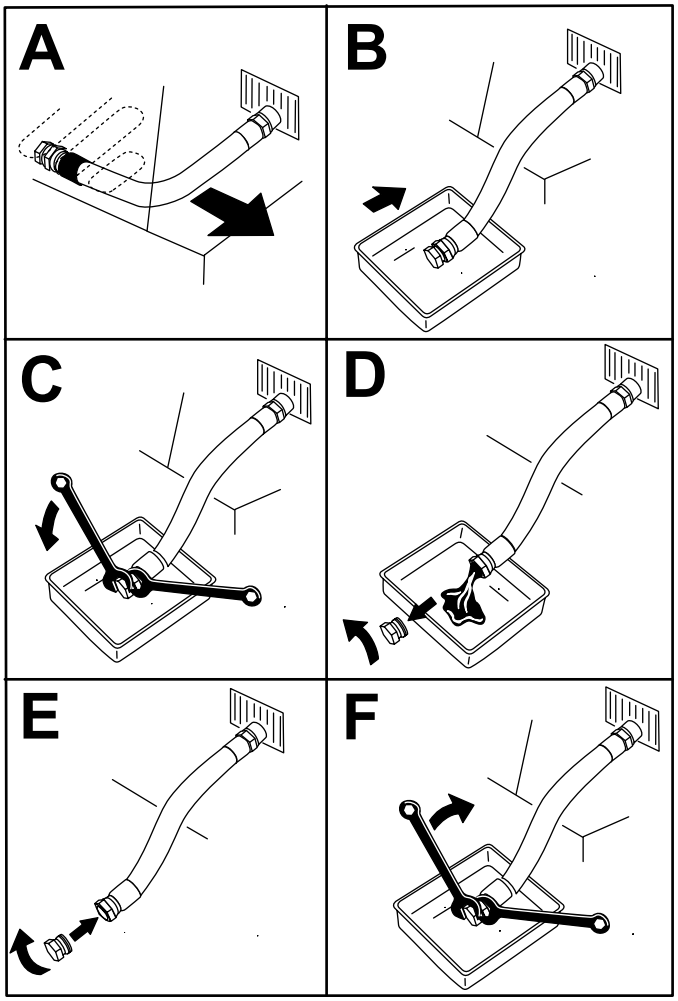

Rysunek 42
4. Spuść olej z silnika (Rysunek 42).